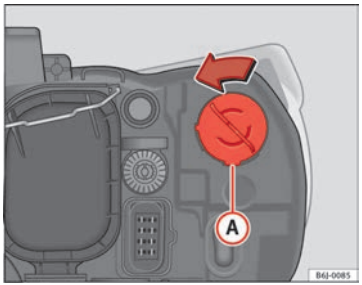

Fig. 158 Turn signal
– Turn bulb holder ⇒ Fig. 158 (A) to the left and pull. ▶